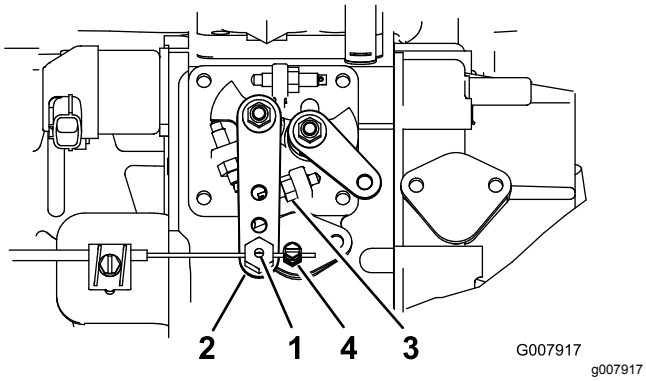

Figur 50
2. Løsne gasskabelkontakten på gasskabelen, ved siden av innsprøytingspumpespaken (Figur 50).
3. Hold innsprøytningspumpens spakarm mot høy tomgangsstopp (Figur 50).